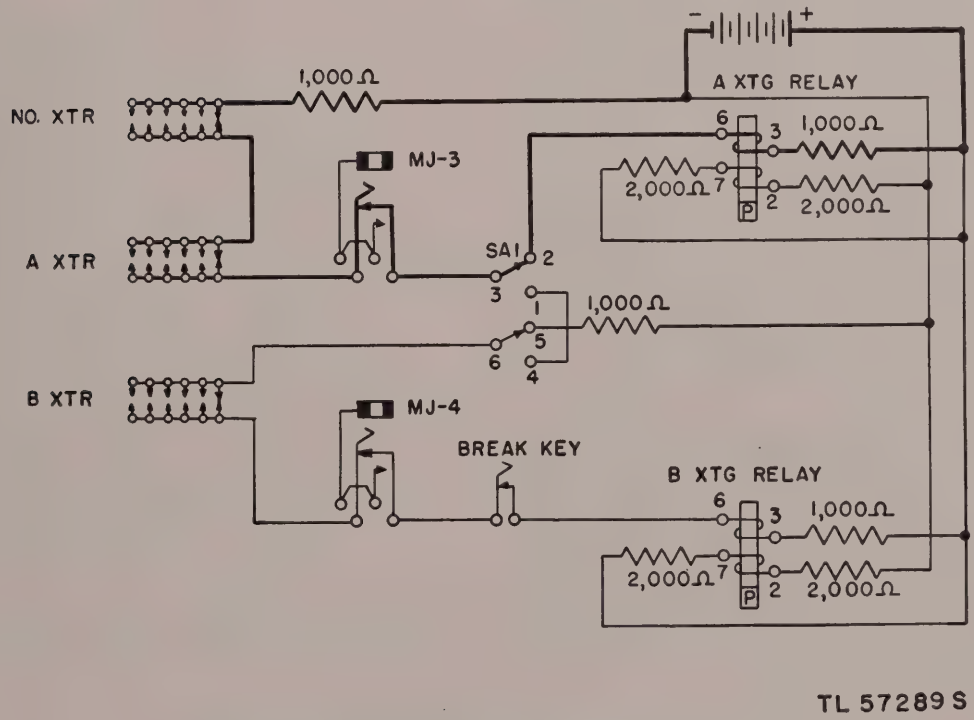
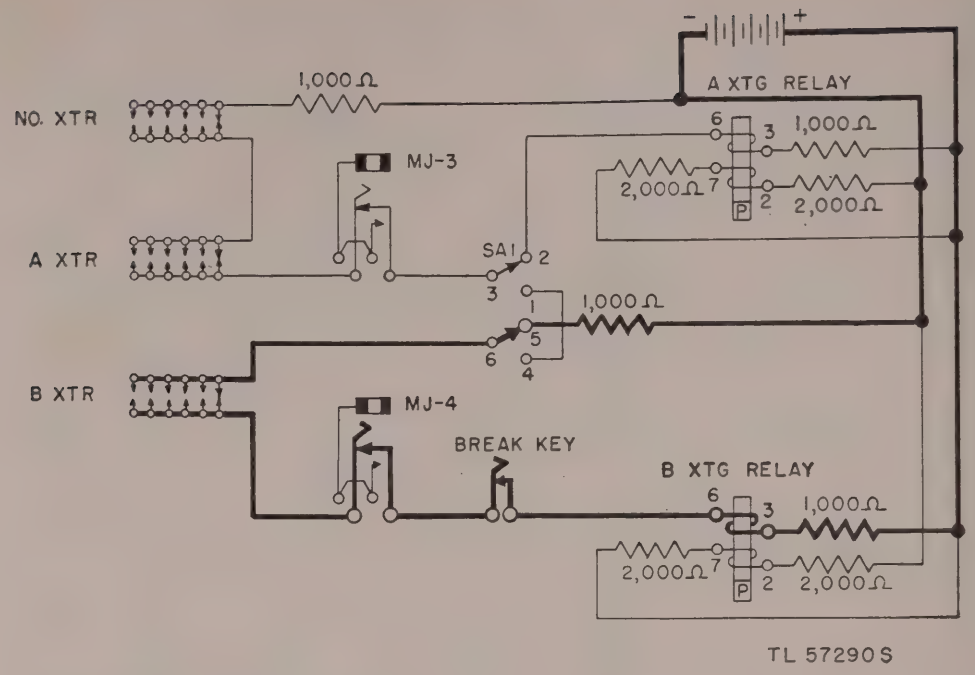

Figure 50. Circuit for split operation, A transmitting relay.
Figure 51. Circuit for split operation, B transmitting relay.
b. Split Operation (figs. 50 and 51). Throwing switch SA to SPLIT (heavy line, fig. 50) places the B transmitting relay under control of the B message transmitter unit and places the A transmitting relay under control of the transmitting contacts of the A message transmitter unit and the number transmitter unit.
(1) *Circuit No. 1.* Circuit No. 1 (heavy line, fig. 50) is from positive battery through winding 3–6 of the A transmitting relay, SA1–2/3, monitor jack MJ–3, transmitting contacts of the A message transmitter unit, and the number transmitter unit, to negative battery. The A transmitting relay will repeat signals from the A or number transmitter or from a spare transmitter or keyboard plugged into monitor jack MJ–3.
(2) *Circuit No. 2.* Circuit No. 2 (heavy line, fig. 51) is from positive battery, through
b. Split Operation. In split operation the BREAK KEY is not associated with the A transmitting relay and therefore it is impossible to send a break signal on circuit No. 1 (fig. 50) by operation of the BREAK KEY. (A break signal may be sent on circuit No. 1 by inserting a dummy plug in jack MJ–3.) It is possible to send a break signal on circuit No. 2 (fig. 51).